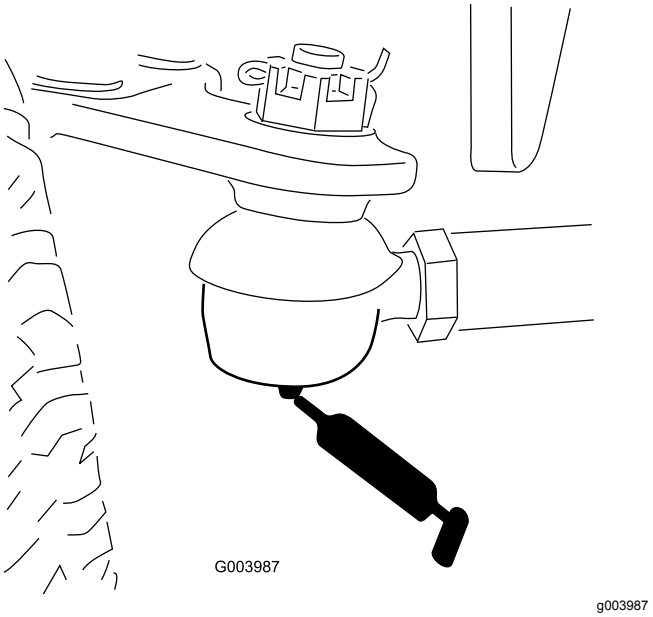

Figur 78
- Bagakslens forbindelsesstang (2) (Figur 78)